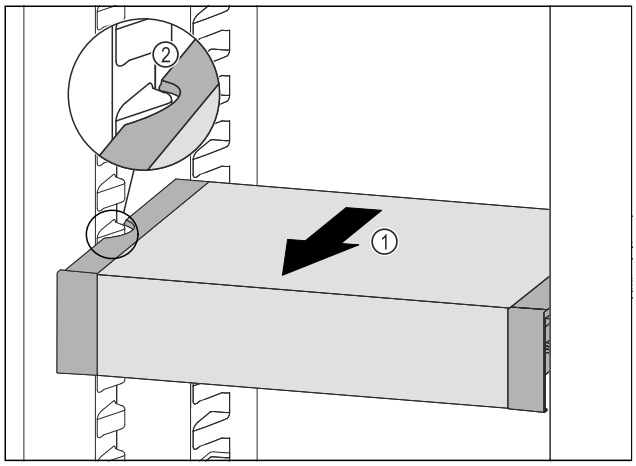

Fig. 126
▶ Táhněte VarioSafe dopředu *Fig. 126 (1)*, dokud nebudou boční vybrání VarioSafe na úrovni žebrování na nádoby v chladničce. *Fig. 126 (2)*